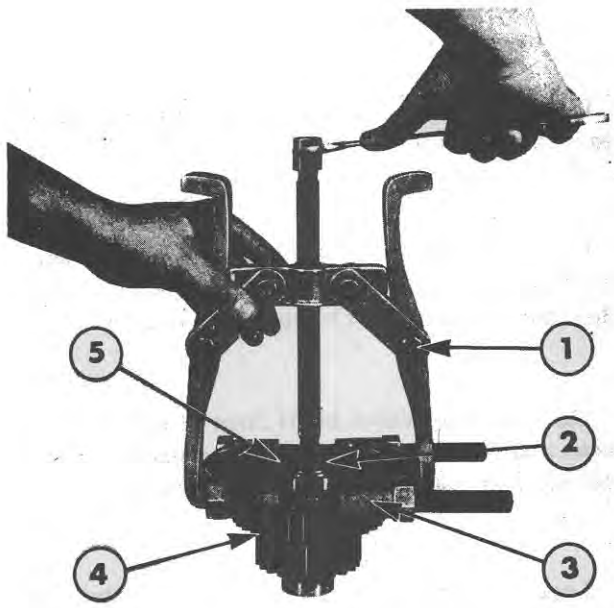

Figure 19
4. Remove the drive gear assembly rear bearing, as shown in Figure 19, using Tool Nos. 1002, 951 and 630S–3.